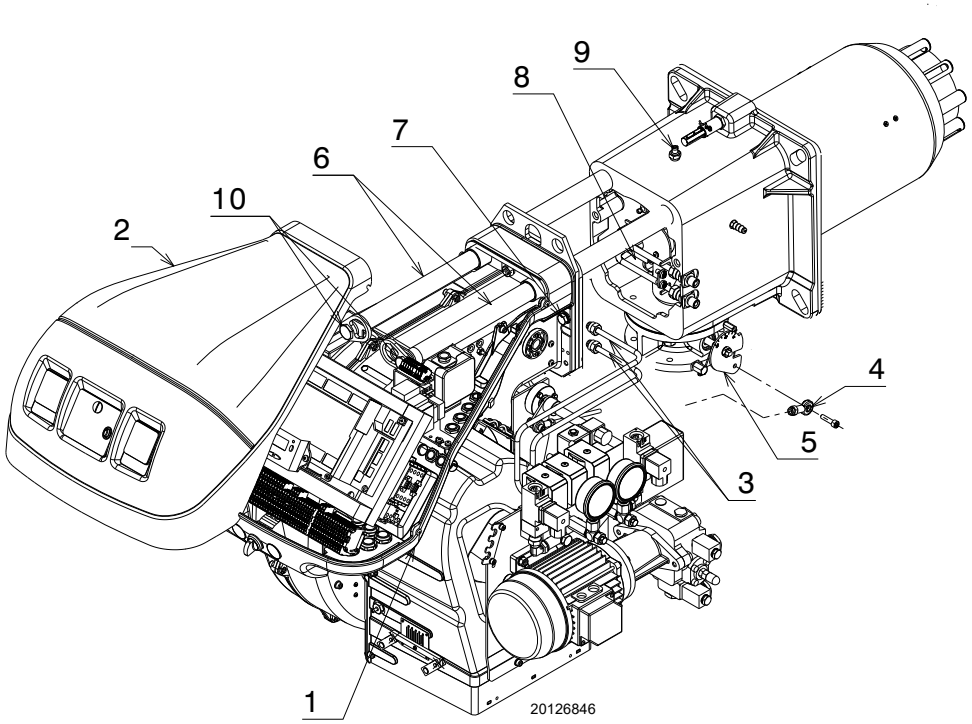

Fig. 58
- ➤ Desserrer les 4 vis 1)(Fig. 58) et déposer le capot 2).